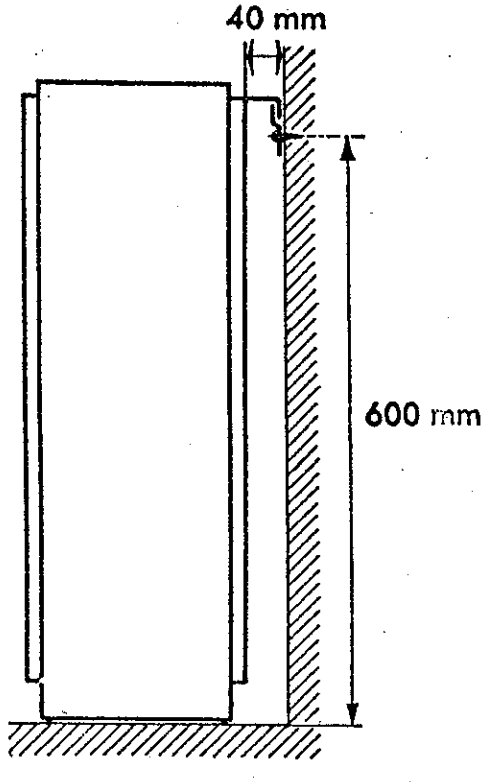

Fig. 2
1. Enlever le panneau latéral (F) fixé à la partie supérieure par 2 vis (G) masquées par 2 bouchons (H).
2. Enlever la tablette supérieure (A). Attention aux pattes d'accrochage (B).
3. Enlever la tôle supérieure (D) et le ou les raidisseurs (C) fixés par des vis.
4. Enlever le ou les panneau(x) isolant(s) (E).
6. Etant donné leur faible profondeur, les AS 12 D et AS 12 D/4 doivent être fixés au mur (fig. 2). Percer dans le mur 2 trous de 6 mm de diamètre distants l'un de l'autre de 250 mm et à 600 mm du sol.
1) Neem de zijwand (F) weg, bevestigd aan de bovenkant door 2 schroeven (G), verborgen door 2 stoppen (H).
2) Verwijder het bovendeksel (A). Opgelet voor de bevestigingshaken (B).
3) Verwijder de bovenplaat (D) en de dekselsteun(en) (C), door schroeven bevestigd.
4) Verwijder de bovenste laag (lagen) isolatie (E).
6) De AS 12 D en AS 12 D/4 moeten vanwege hun geringe diepte tegen de muur worden bevestigd (fig. 2).